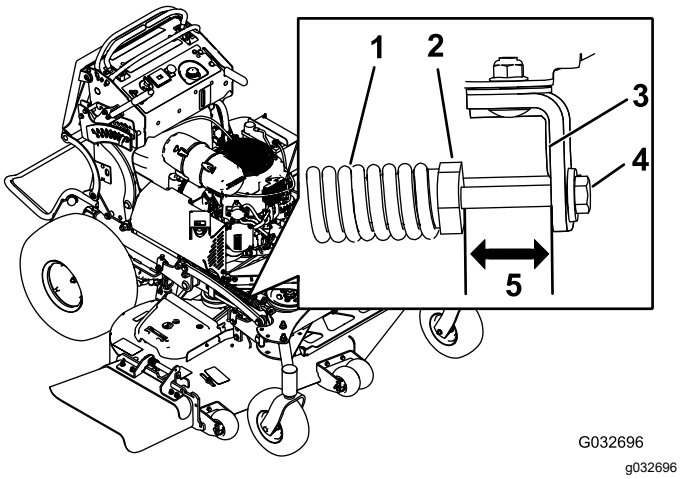

Figura 96
2. Compruebe la distancia entre la tuerca del muelle y el lado trasero del soporte de montaje soldado (Figura 96).
3. Asegúrese de que la longitud es de 47 mm – 50 mm (1.8" – 2"), como se muestra en la Figura 96.
4. Si es necesario, ajuste la distancia ajustando el perno situado en la parte delantera del soporte de montaje (Figura 96).